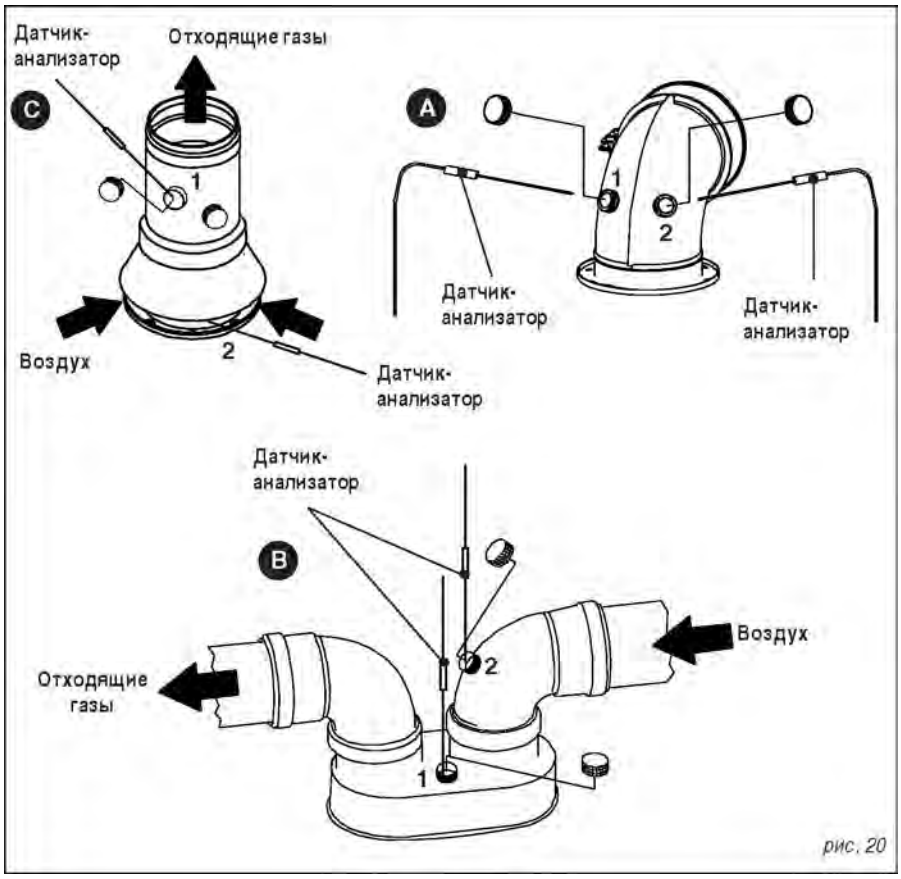

рис. 20
- показателв температуры воздуха, забираемого из соответствующего отверстия 2 (см. рис. 20)
- показателв температуры отходящих газов и C02 полученного из отверстия 1 (см. рис. 20).